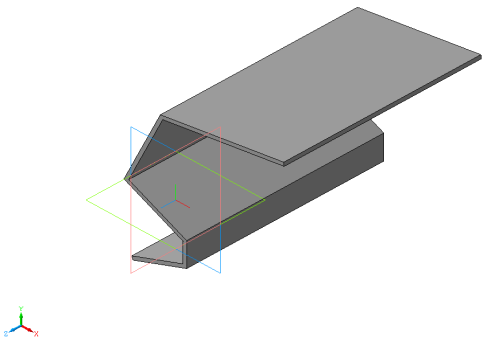

Рис. 2.25. Вид пластины, полученный из ломаной линии.
3.8. Результат выполнения этой операции показан на рис. 2.25.